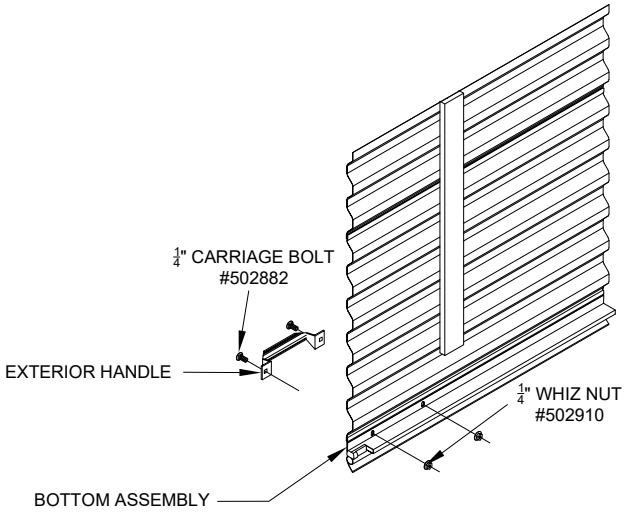

Figure 10
6.2 Attach one keeper to the bottom interior edge of each side of the door with one (1) 1/4” carriage bolt and whiz nut. *(See Figure 7).*) *(See Figure 10).*
8.2 Exterior handle: Attach the handle(s) to the bottom exterior edge of the door with two (2) 1/4” carriage bolts and whiz nuts provided *(See Figure 10).* Doors 6’ wide and larger will have two handles.